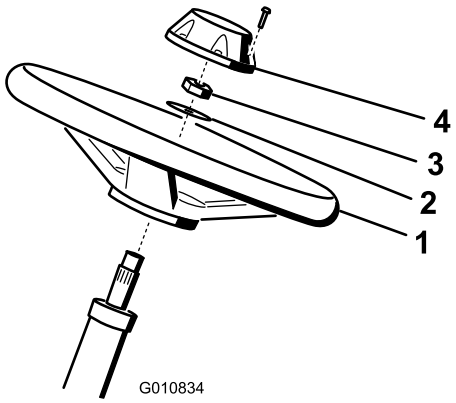

**Figure 5**
1. Glissez le volant sur l'arbre de direction (Figure 5).
2. Glissez la rondelle sur l'arbre de direction (Figure 5).
3. Fixez le volant sur l'arbre au moyen d'un écrou de blocage serré à un couple de 27 à 35 Nm (Figure 5).
4. Fixez le couvre -moyeu au volant avec une vis (Figure 5).